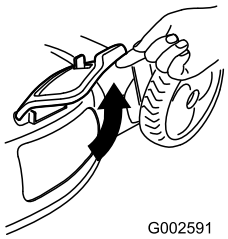

**Figuur 28**
2. Zet het deurtje van de zijafvoer open (Figuur 28).